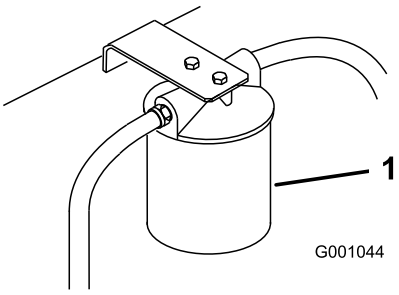

**Figuur 76**
3. Plaats een opvangbak onder het filter. Verwijder het oude filter en veeg de pakking van het filtertussenstuk schoon (Figuur 76).